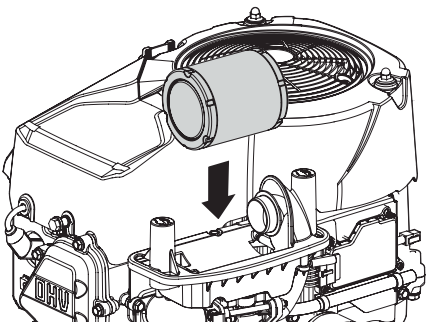

Figura 11
6. Conecte el nuevo filtro de aire con elemento de espuma alineando el orificio en el filtro de aire con el colector de admisión (Figura 11).